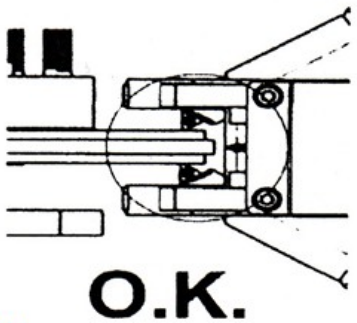

Рис. 42
5. На рис. 42 изображена правильная установка. Избегайте ошибок, показанных на рис. 41.